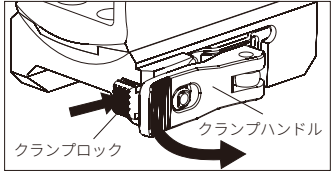

図4-1
2.Holosun特許取得のクランプ構造では、レールに取り付ける際に工具は必要ありません。ロックボタンを押し、ハンドルを持ち上げてロックバーを緩めます。サイトをレールに取り付けるために、ハンドルを押し下げると、ロックボタンが自動的にかみ合います。このようにして取り付けが完了します（図4-1参照）